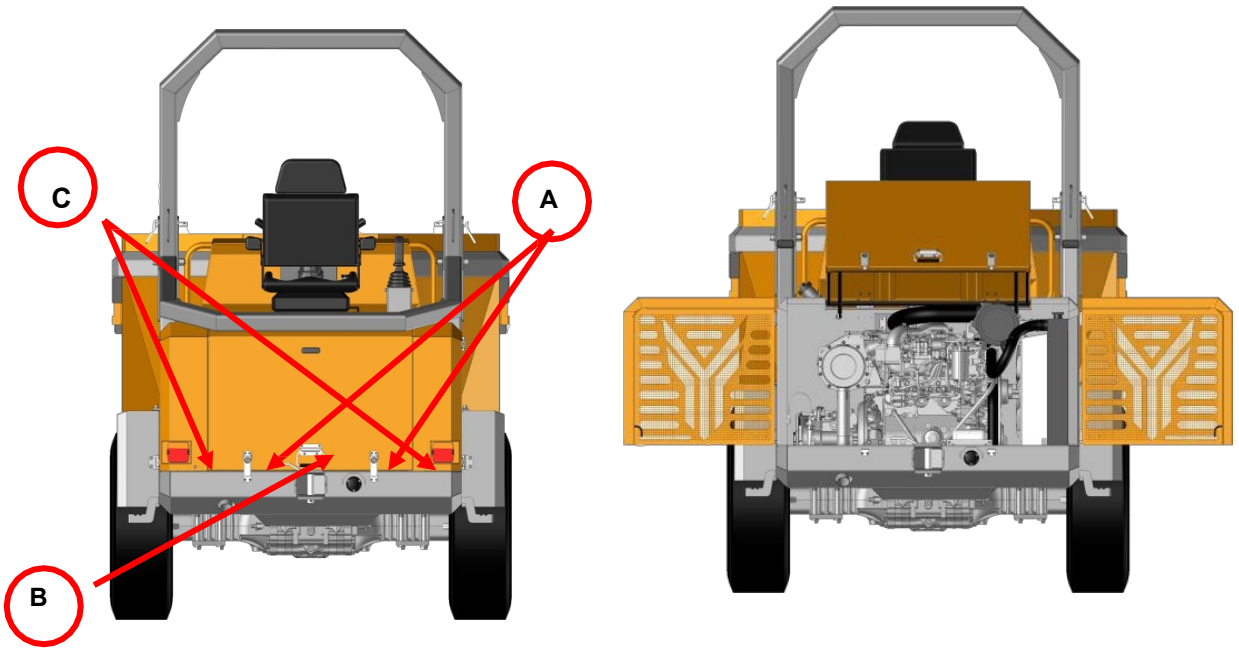

Figure 29 : Capot moteur et couvercle latéral
- **Capot :** pour ouvrir le capot, tirez sur les verrous A et ouvrez-les (figure 29), puis utilisez la poignée B pour ouvrir le capot vers le haut. Pour fermer le capot, abaissez-le à l'aide de la poignée, puis poussez et fermez les verrous des deux côtés.
- **les couvercles latéraux :** En cas de besoin d'un accès plus important et plus facile, utilisez la clé Allen (Inbus) n° 5 aux points C indiqués dans la figure 29 et ouvrez les couvercles des compartiments latéraux.